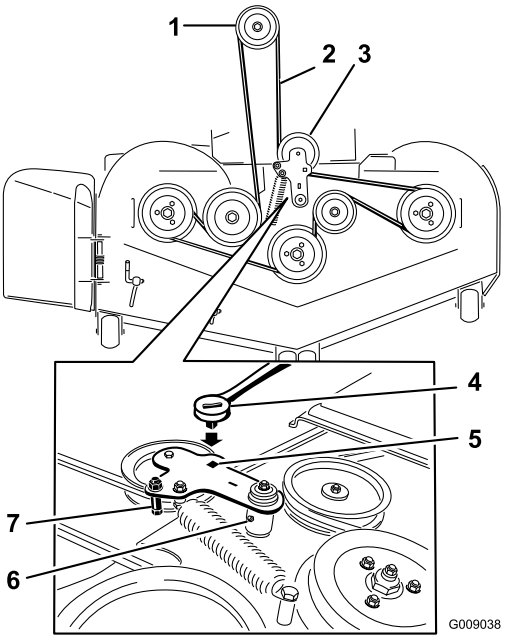

Figur 77
5. Brug en skralde i det firkantede hul i styrearmen for at fjerne spændingen på styrefjederen (Figur 77).
7. Fjern remstyret på den fjederbelastede styreremskivearm vist i Figur 77.
9. Før den nye rem rundt om plæneklipperens remskiver og koblingsremskiven under motoren (Figur 77).
10. Monter remstyret på styrearmen vist i Figur 77.
11. Monter styrefjederen ved at bruge skralden i det firkantede hul (Figur 77).